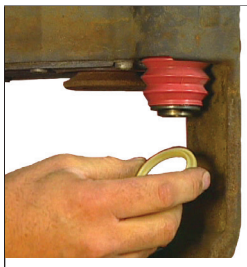

Figure 84 – Place the Retaining Ring onto the Groove in the Guide Pin
5.6.35 *See Figure 84.* To install the guide pins, first lubricate both guide pins with the white grease supplied. Insert the guide pins into their respective bores with the grooved end towards the bellows.